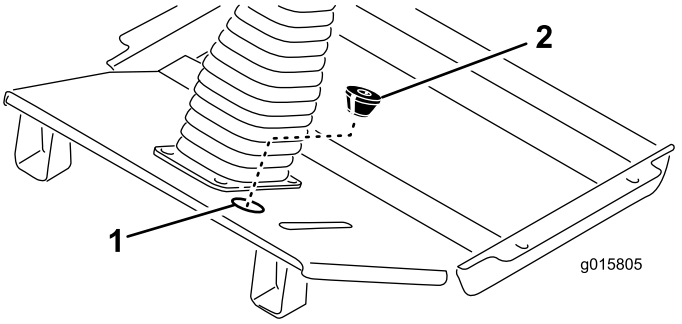

Figure 10
- Route the end of the harness with the (5) connectors up the through the knockout hole in the floor plate (Figure 10).
- Cut a slit in the supplied grommet and cut out the bottom opening (Figure 10). With the cone end of the grommet facing down, wrap it around the harness and insert it into the knockout hole in the floor plate.